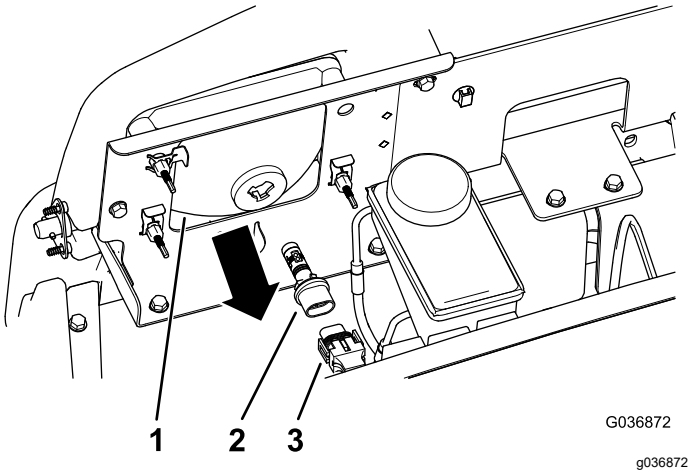

Figur 52
3. Koble den elektriske forbindelsen for nettet fra koblingsstykket til pæreenheten på baksiden av frontlyshuset (Figur 52).
4. Vri pæreenheten 1/4 omdreining mot klokken og flytt den bakover, ut av frontlyshuset (Figur 52).
5. Monter den nye pæreenheten og frontlyshuset, og juster tappene i pæreenheten med sporene i frontlyshuset (Figur 52).
6. Fest pæreenheten ved å vri den 1/4 med klokken (Figur 52).
7. Koble den elektriske forbindelsen for nettet til koblingsstykket til den nye pæreenheten (Figur 52).